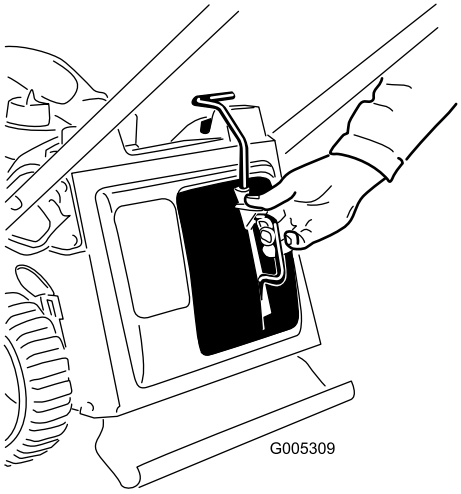

Figur 25
1. Fjern kværndækslet (Figur 25).